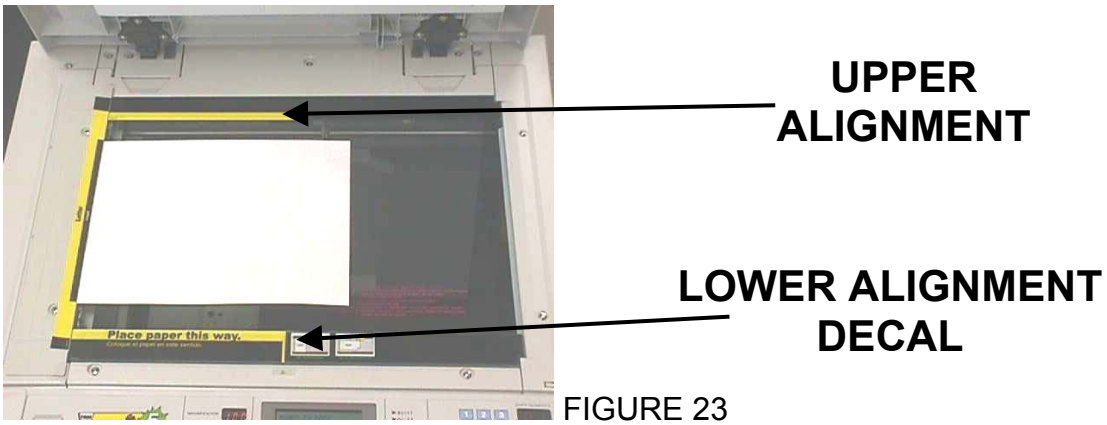

FIGURE 23
6.3 Attach the Upper and Lower Alignment Decals to the exposure glass. Make sure the Yellow and Black on the Upper and Lower Decals align with the Yellow and Black on the Side Alignment Decal. (see figures 23 and 24)